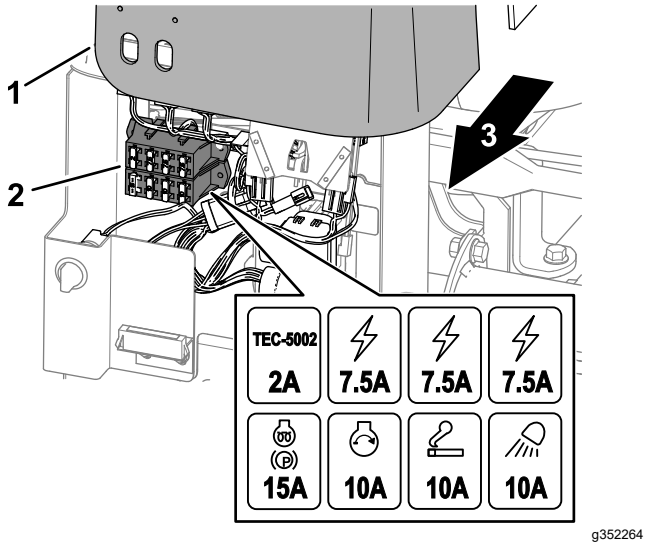

Figuur 70
1. Til de kap op van de bedieningsarm (Figuur 70).
2. Zoek de gesprongen zekering in de zekeringhouder (Figuur 70).
4. Monteer de kap op de bedieningsarm (Figuur 70).